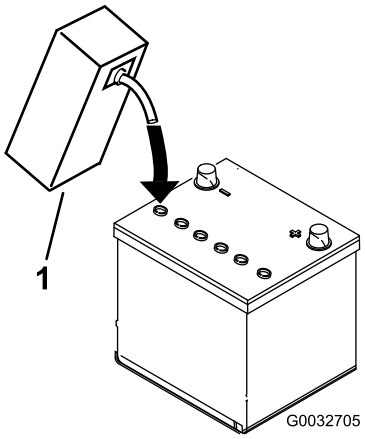

**Figur 7**
3. Fyll hver celle forsiktig med elektrolytt til platene er dekket med ca. 6 mm væske (Figur 7).
4. La elektrolytten trekke inn i platene i ca. 20–30 minutter. Etterfyll etter behov for å holde elektrolyttnivået på ca. 6 mm fra bunnen av påfyllingsbrønnen (Figur 7).